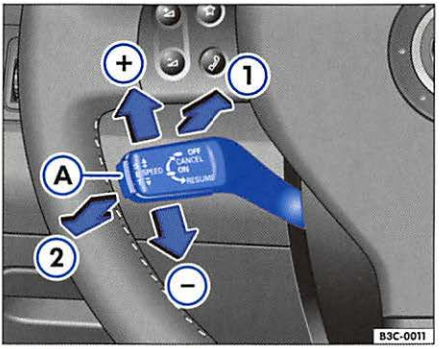

Fig. 90 Cruise control system controls
– Pull the lever in the direction ⇒ fig. 90 ① until it engages to switch the system on. The indicator light CRUISE or in the instrument cluster comes on when cruise control is switched on.